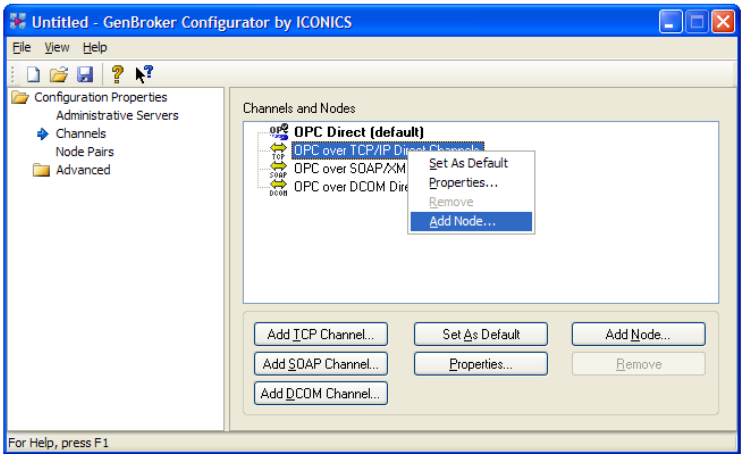

Figure L8.4: Adding a Node to a Channel
4. Configure this file so that all communications between this client and the **Simopcserver** machine will be on the **OPC over TCP/IP Direct Channel**. Do this by right-clicking on the channel and selecting **Add Node** as shown in **Figure L8.4.**